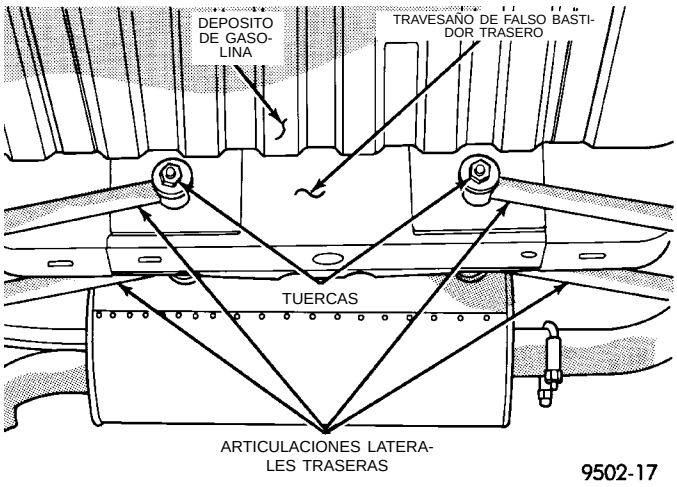

Fig. 4 Pernos de fijación de la articulación lateral trasera al travesaño de falso bastidor
(1) Prepare el vehículo del modo descrito en el procedimiento de Inspección previa a la alineación de ruedas.
(2) Centre el volante de dirección y fíjelo en esa posición mediante una abrazadera para volante de dirección.
(3) Cuando realice el procedimiento de reglaje de oblicuidad, ajuste primero la oblicuidad de las ruedas traseras según la especificación preferida y después ajuste la oblicuidad de las ruedas delanteras según la especificación preferida.
(4) Afloje las tuercas de los pernos de fijación de las articulaciones laterales traseras derecha e izquierda al travesaño de falso bastidor trasero (Fig. 4).